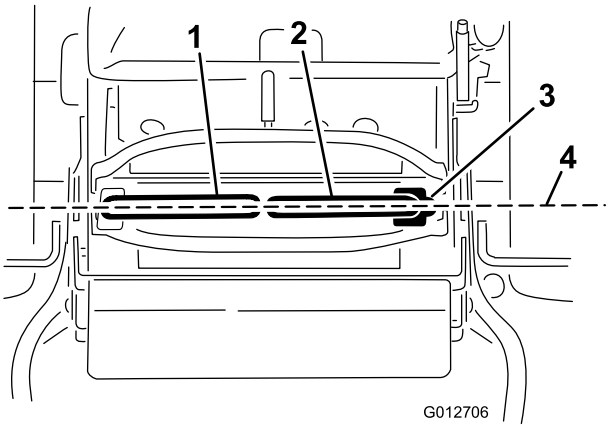

Figura 72
Importante: Compruebe el avance de la máquina después de ajustar las palancas de control de movimiento. Se utiliza el mismo procedimiento para ajustar la dirección y para alinear las palancas de control de movimiento hacia adelante-atrás (Figura 72).
1. Una vez ajustada la alineación horizontal, compruebe la alineación adelante-atrás empujando ligeramente hacia adelante las palancas de control para eliminar cualquier holgura del acoplamiento de las palancas de control (Figura 72).